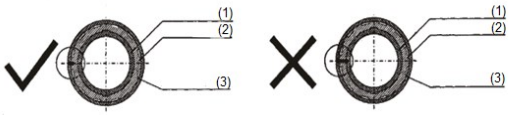

Abb. 5
- Die Welle und der Antriebsadapter sollten gleichmäßig mit 4×10 großen selbstschneidenden Senkkopfschrauben befestigt werden. Die Schraubenspitze sollte die Hülle nicht durchdringen, da der innere Geräteantrieb sonst beschädigt werden kann (Abb. 5).